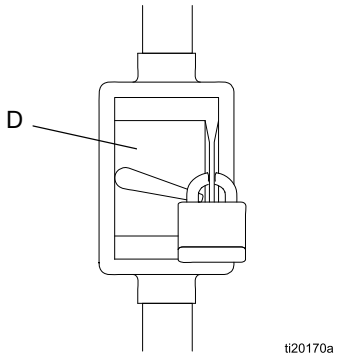

FIG. 6 Locked out disconnect example
1. Ensure that the electrical disconnect (D) is shut off and locked out. See FIG. 6.
2. Remove the Ethernet Cover (108)and NPT Plug (109).